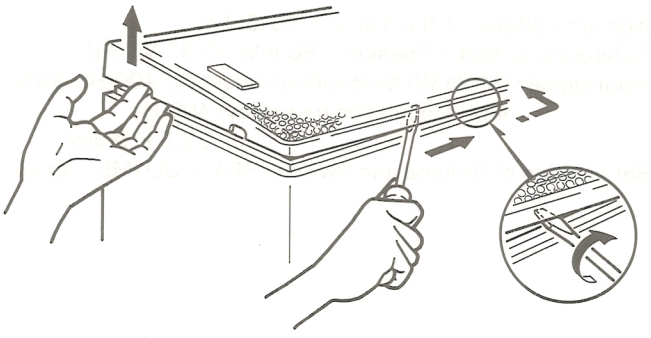

Fig. 7-21
2. As shown in Fig. 7-21, insert a hand in the opened space between the speaker panel assembly and speaker box, then use the other hand to insert a standard screwdriver alongside the speaker box's lateral face and scrape off the bonding while turning the wide tip of the screwdriver.